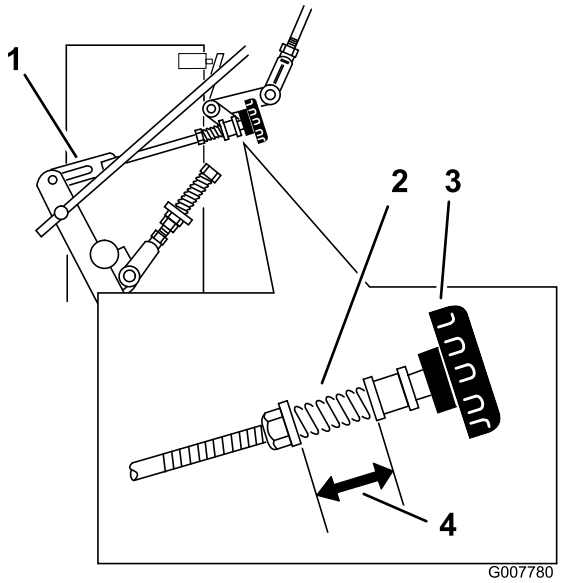

Figura 35
3. Ajuste a ligação do lado direito ao rodar o botão do rasto rápido no sentido contrário ao dos ponteiros do relógio até o pneu começar a rodar para a frente (Figura 35).
4. Rode o botão no sentido dos ponteiros do relógio 1/4 de volta de cada vez. Depois mova a alavanca de controlo de velocidade para a frente e volte a neutro. Repita isto até a roda direita parar de rodar para a frente (Figura 35).
6. A mola que mantém a tensão no botão, normalmente, não precisa de ajuste. No entanto, se for necessário um ajuste, ajuste o comprimento da mola para 26 mm entre as anilhas (Figura 35).
7. Ajuste o comprimento da mola rodando a porca à frente da mola (Figura 35).